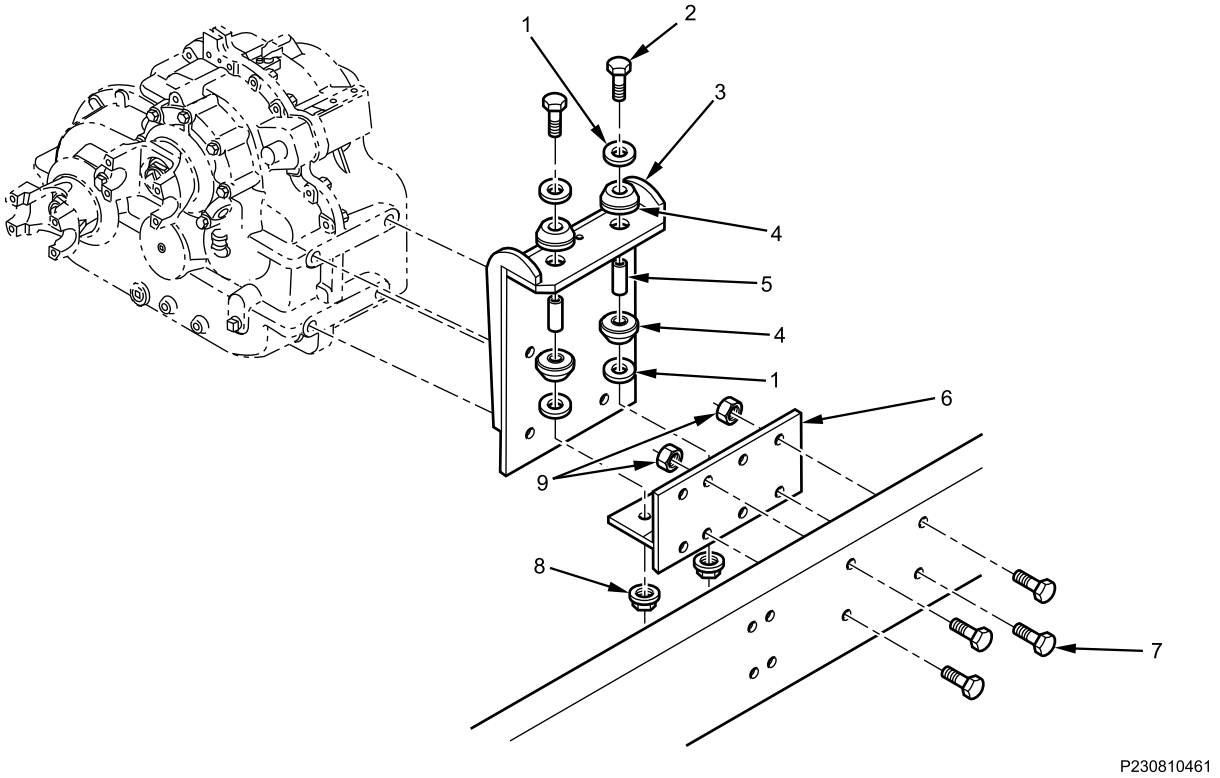

Figure 2. Transfer Case Mount.
4. Remove two bolts (Figure 2, Item 2) and nuts (Figure 2, Item 8) from transfer case mount (Figure 2, Item 3), separating mount from support (Figure 2, Item 6).
5. Remove mount (Figure 2, Item 3).
6. With assistant, remove four bolts (Figure 2, Item 7) and four nuts (Figure 2, Item 9) from transfer case support (Figure 2, Item 6). Two nuts shown.
7. Remove support (Figure 2, Item 6) from frame.
8. Remove four washers (Figure 2, Item 1), four bushings (Figure 2, Item 4), and two sleeves (Figure 2, Item 5) from transfer case mount (Figure 2, Item 3).